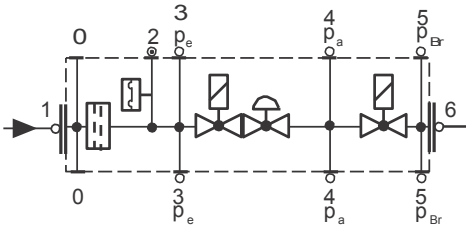

Fig. 17
- Nettoyer ou remplacer le filtre si la différence de pression entre les points 1 e 3 (Fig. 17) è ⊗p> 10 mbar.
- Nettoyez ou remplacez le filtre si la différence de pression entre les points 1 et 3 (Fig. 17) a doublé depuis le dernier contrôle. Le filtre peut être remplacé sans démonter la vanne..